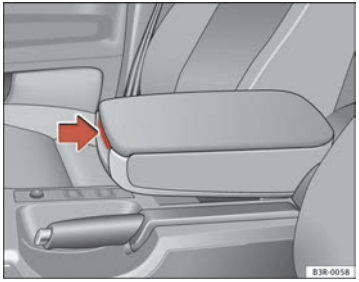

Fig. 114 Armrest between the driver seat and front passenger seat
– Press the release lever ⇒ fig. 114.